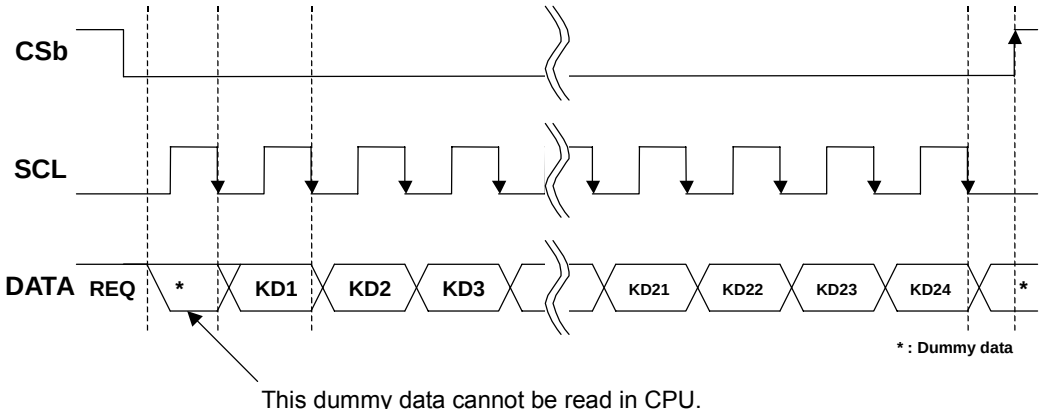

Fig. 5 Key Data Transfer Timing
When CSb="L", the key data is output in order of "dummy → KD1~KD24 → dummy" from DATA terminal by the falling edge of SCL (Refer to Fig. 5). Therefore, the key data reading with CPU is fetched by the rising edge of SCL. When the CSb is falling edge, NJU6010 reads the key data regardless of the state of SCL ("H" or "L") (Refer to Fig. 5 (1) (2)). In case of (1), the 1st dummy data is not read with CPU. In case of (2), it is necessary to read the 1st dummy data. Therefore, the setting to read the dummy data with CPU is necessary.